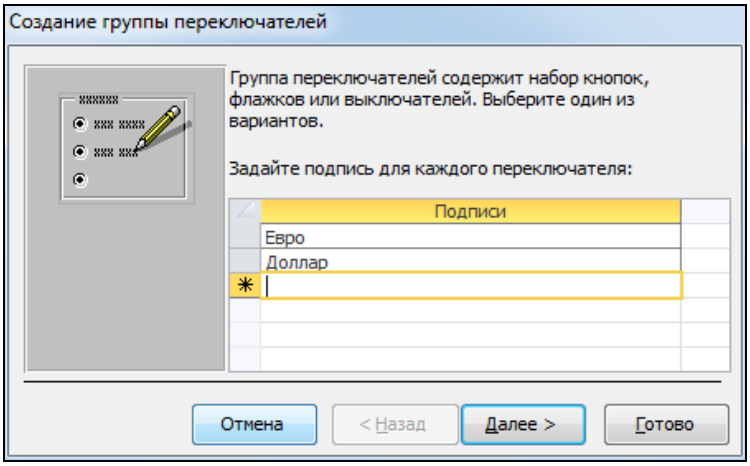

Рис. 3.43. Создание группы переключателей
3. На экране отобразится окно *Создание группы переключателей*. В столбце *Подписи* перечисляются все опции, которые должны располагаться в группе переключателей (рис. 3.43).